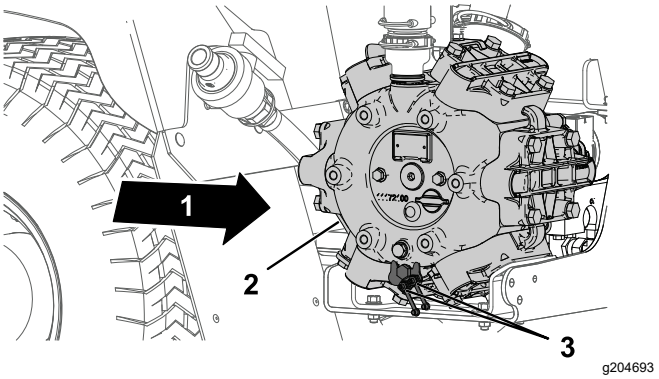

Figura 65
1. Limpe os 2 bocais de lubrificação remotos (Figura 65).
2. Introduza o lubrificante no bocal de lubrificação remoto (Figura 65).